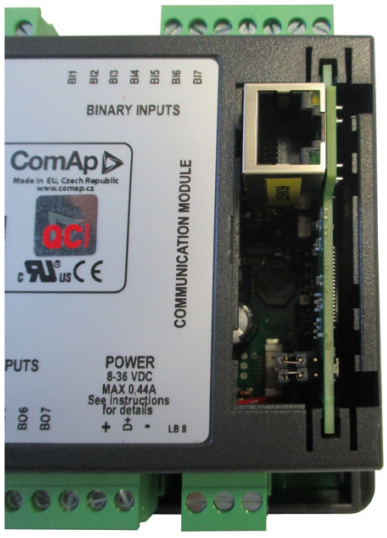

Abb. 2-1 E-RMA LAN Modul einsetzen
3. Setzen Sie das E-RMA LAN Modul VORSICHTIG, wie auf der Abb. 2-1 E-RMA LAN Modul einsetzen abgebildet ist, in das Steuerungsmodul ein.